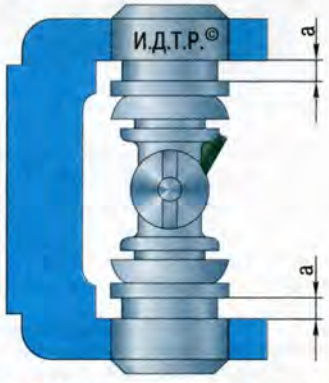

Рис. 6.8. Схема запрессовки подшипников карданного шарнира
17. Запрессуйте окончательно первый подшипник так, чтобы канавки для стопорных колец разместились на равном расстоянии a (рис. 6.8) относительно внутренних торцов вилки.